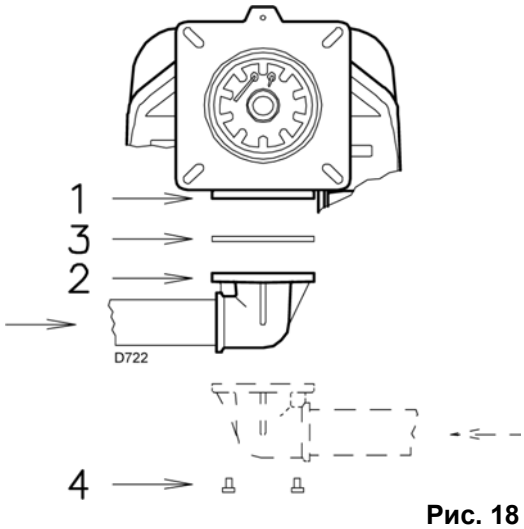

Рис. 18
- Рампа может присоединяться как слева, так и справа, как вам удобнее, смотри рисунок 18.
- Газовая рампа присоединяется к патрубку газа (1) (рисунок 18) с помощью фланца (2), прокладки (3) и болтов (4), которые входят в комплект поставки горелки.